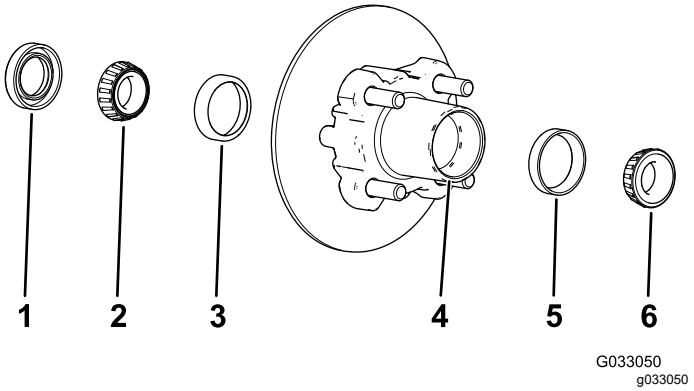

Figura 35
1. Retire el cojinete exterior y el anillo de rodadura del cubo (Figura 35).
2. Retire la junta y el cojinete interior del cubo (Figura 35).
5. Limpie el hueco del cubo para eliminar cualquier resto de grasa, suciedad y residuos (Figura 35).
7. Llene el hueco del cubo hasta un 50-80% de su capacidad con grasa del tipo especificado (Figura 35).
8. Monte el cojinete interior sobre el anillo en el lado interior del cubo e instale la junta (Figura 35).